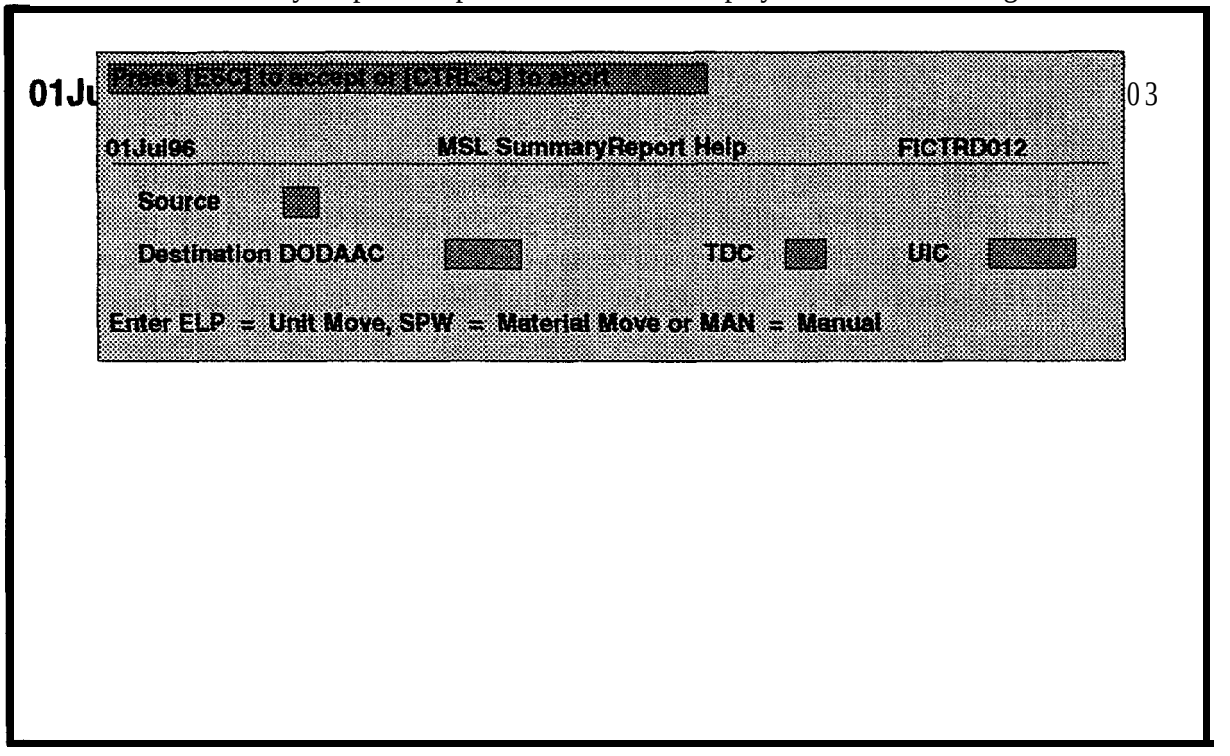

Figure 9-14. MSL Summary Report Help Window on the Reports Menu
b. Select **Military Shipment Labels Summary Report** from the Reports menu. The MSL Summary Report Help window will be displayed as shown in Figure 9-14.